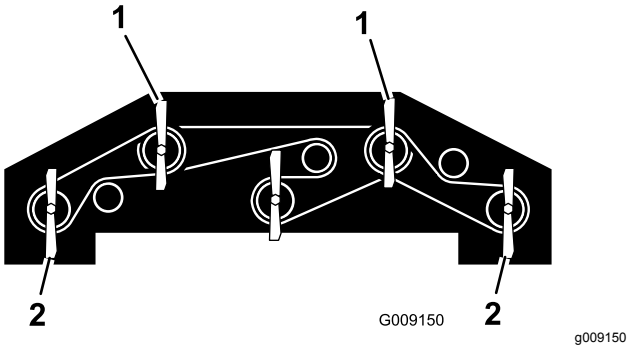

**Figur 139**
1. Drej hver skærekniv, så de peger lige fremad (Figur 139).